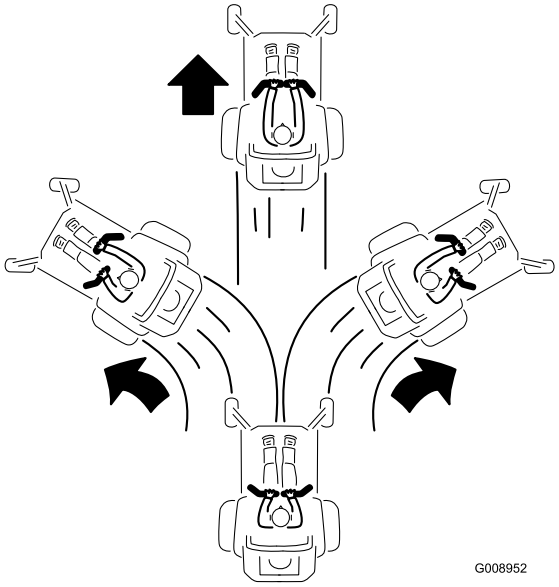

Figur 17
2. Skyv kontrollspakene forsiktig forover for å kjøre fremover (Figur 17).
Legg likt trykk på begge kontrollspakene for å kjøre rett fram (Figur 17).
Når du skal svinge reduserer du trykket på kontrollspaken i den retningen du ønsker å svinge (Figur 17).